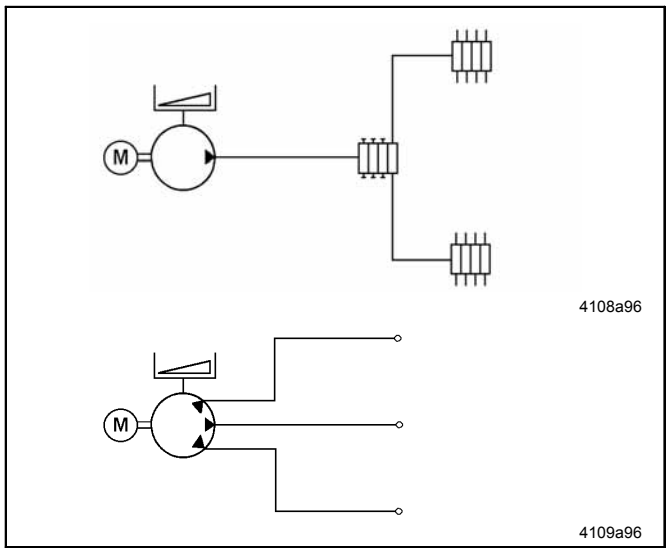

рис. 1 Область применения многомагистрального насоса, тип 215
- Используется для применения в качестве насоса централизованной системы смазки в расширенных прогрессивных установках (см. A, рис. 1).